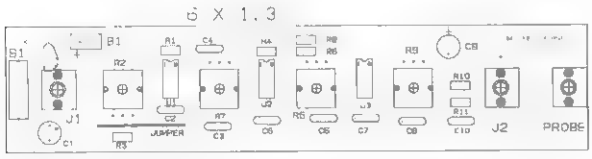

Figure 29-6 *Final assembly on PC Board*
8. The final assembly is shown in Figure 29-6 and should be operated as instructed.